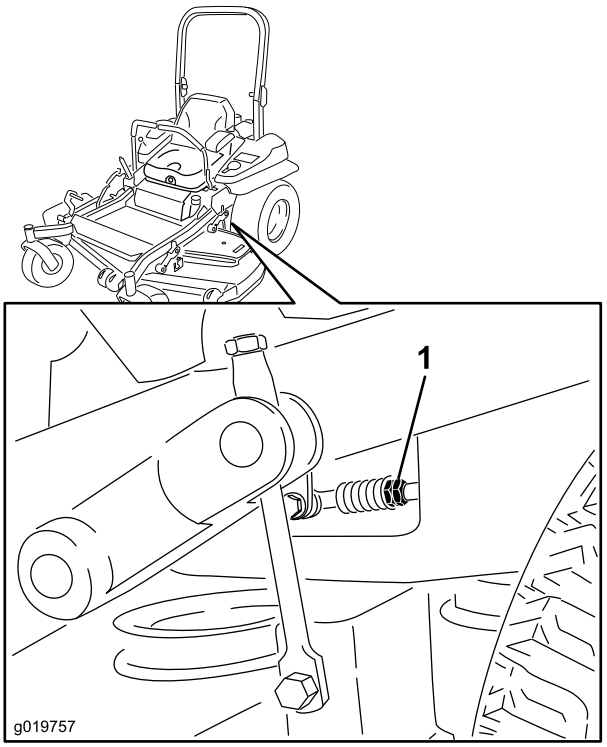

Figur 81
8. Juster pumpekontrolstangens længder ved at dreje dobbeltmøtrikkerne på stangen i den relevante retning, indtil hjulene kryber en smule i bakgear (Figur 81).